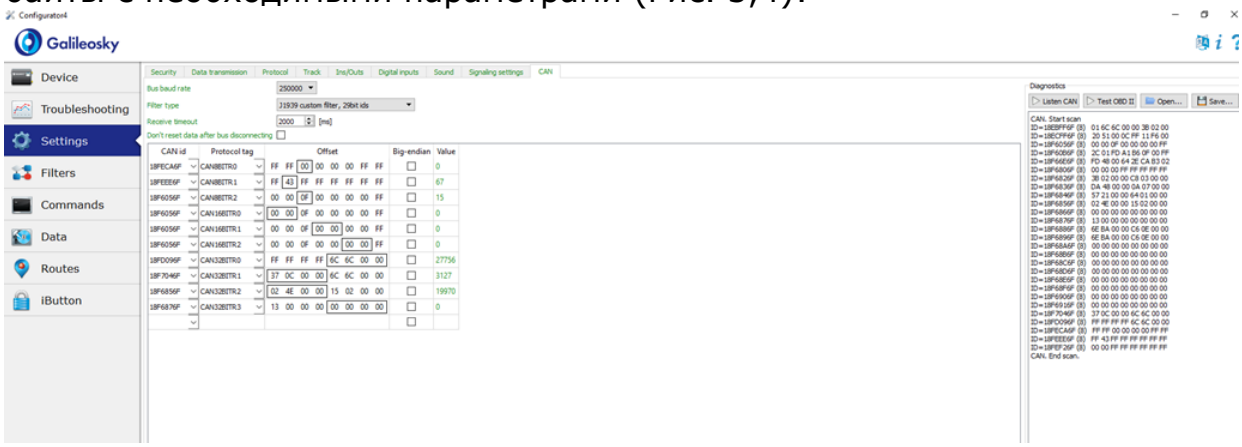

Рисунок 3
4.1.2. Для настройки CAN входа необходимо просканировать подключенную CAN шину нажав кнопку «Прослушать CAN» Из Идентификаторов сообщений выбрать необходимые и выбрать в них байты с необходимыми параметрами (Рис. 3,4):